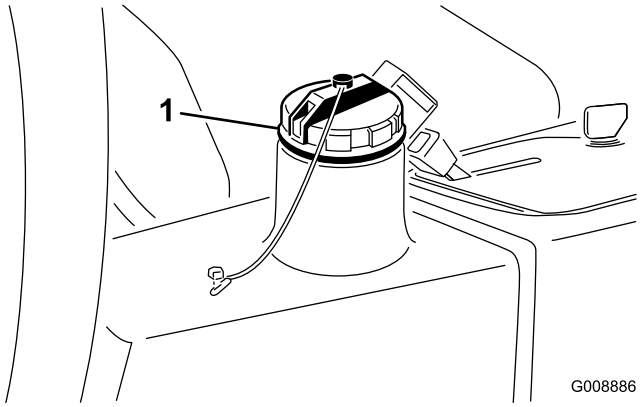

Figur 25
2. Rengør området omkring påfyldningsstudsen og hydrauliktankens dæksel (Figur 25). Fjern dækslet.